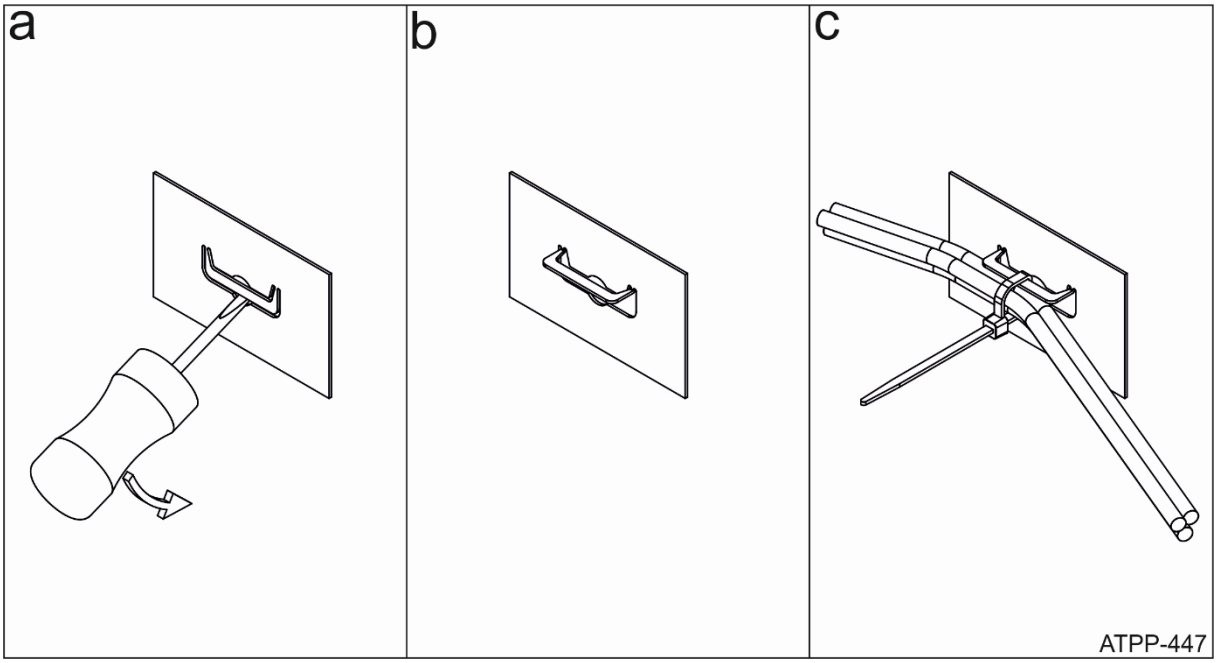

Rys. 3 Formowanie oczka pod upięcie przewodów wewnątrz obudowy
7. W celu uporządkowania przewodów wprowadzonych do wnętrza obudowy należy je upiąć przy pomocy opasek zaciskowych do oczek G. W celu wykorzystania oczek G należy je najpierw podważyć (np. wkrętakiem) i odgiąć do pozycji pionowej, a potem przy pomocy opaski zaciskowej upiąć wiązkę przewodów (Rys. 3).